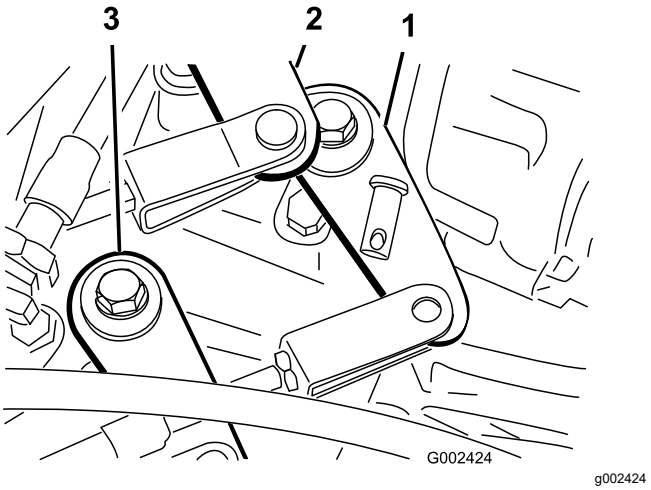

**Figur 53**
2. Ta bort de sprintbultar som fäster växelvajrarna på växellådans växlingsarmar (Figur 53).
1. Ta loss den sprintbult som håller hög-/lågväxelvajern vid växellådan (Figur 53).